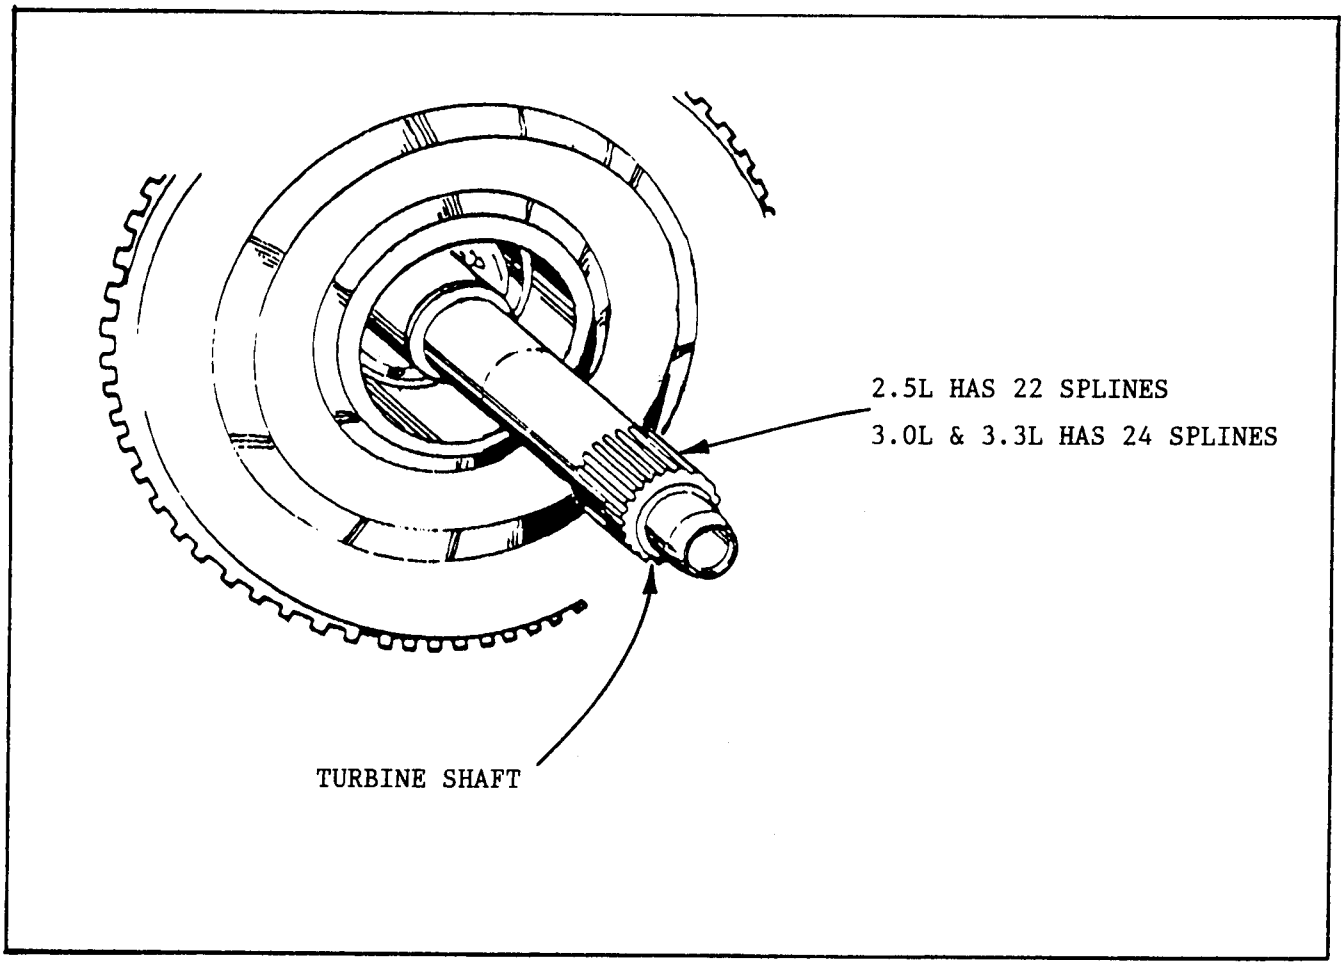

Figure 12
(2) TURBINE SHAFT SPLINES - The 2.5 Litre engine uses a turbine shaft with 22 splines for the torque converter, and the 3.0 and 3.3 Litre engines will use the current 24 spline turbine shaft (See Figure 12).